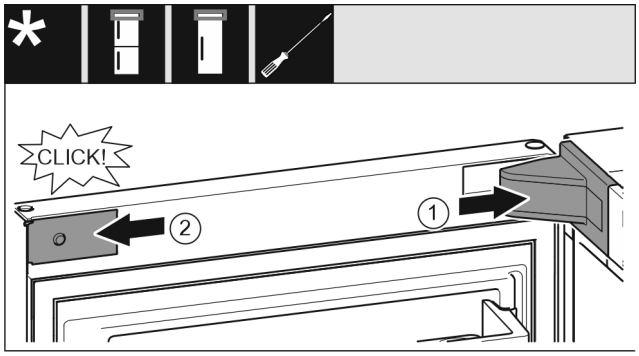

*Fig. 21*
▶ Nasaďte a zaklapněte kryt stojanu ložiska *Fig. 21 (1)*, příp. opatrně přitlačte od sebe.
▶ Z boku nasaďte záslepku *Fig. 21 (2)* a zaklapněte.